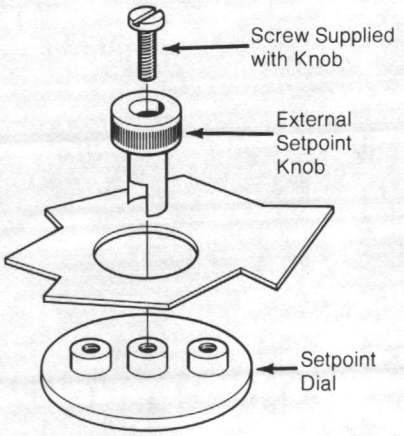

Figure 5.
2. Using the AL-82 5/64" Allen wrench, unscrew (counterclockwise rotation) the branch test port screw one full turn (Figure 5).
Installation of external setpoint — refer to Figure 5.